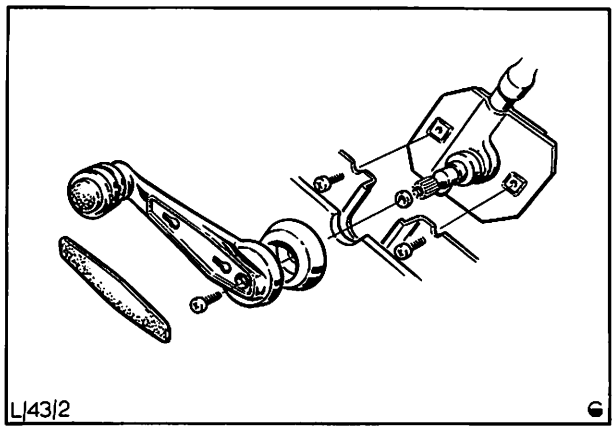

Abb. 55 Fensterkurbel, komplett
1. Scheibe hochkurbeln, Kunststoffeinsatz in der Fensterkurbel vom Kurbelknopf wegschieben und aus der Aussparung nehmen. Kreuzschlitzschraube entfernen. Kurbel und Zierring von der Welle abnehmen, Abb. 55.